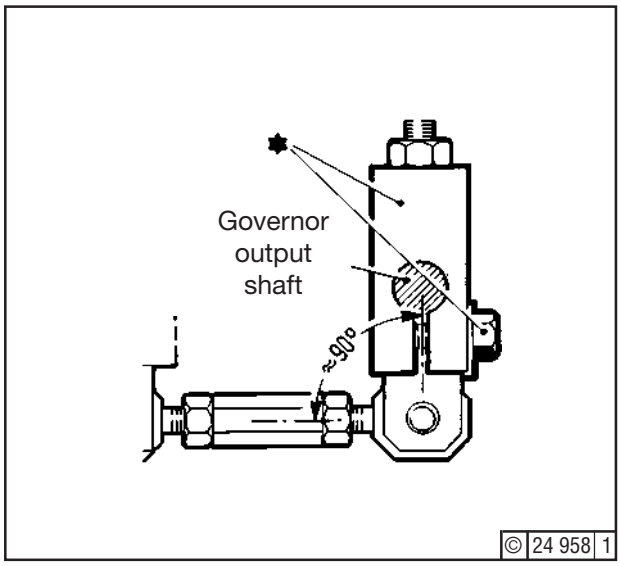
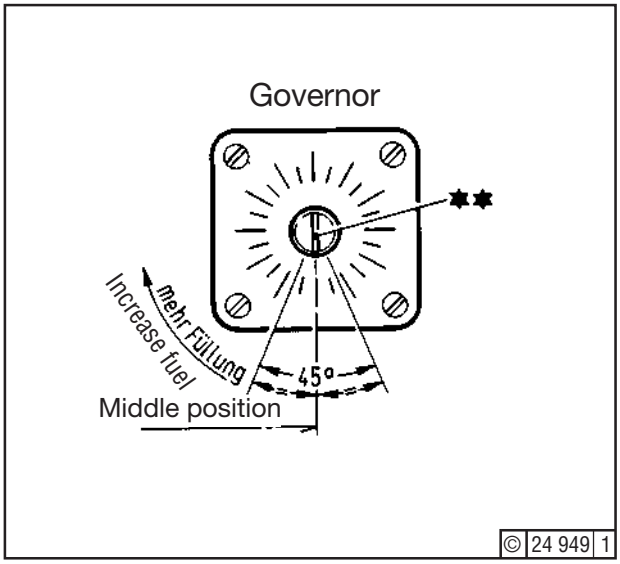

Fig. 12
Fig. 13
9. Secure lever C11 (*) (Fig. 12) to actuator so that the lever is roughly vertical when the actuator shaft (Fig. 13) is in mid-position. (Shaft rotation is max. 45°.)